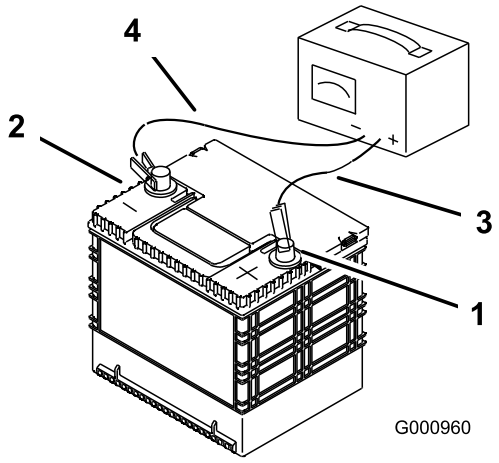

Figuur 55
2. Zodra de accu volledig is opgeladen, haalt u de acculader uit het stopcontact en maakt u vervolgens de oplaadkabels los van de accuklemmen (Figuur 55).